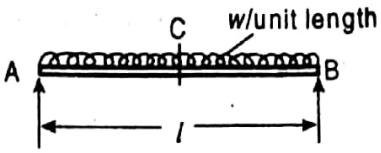

Fig. 2.26
3. *Simply supported beam with a uniformly distributed load.* A simply supported beam AB with a uniformly distributed load w / unit length is shown in Fig. 2.26.